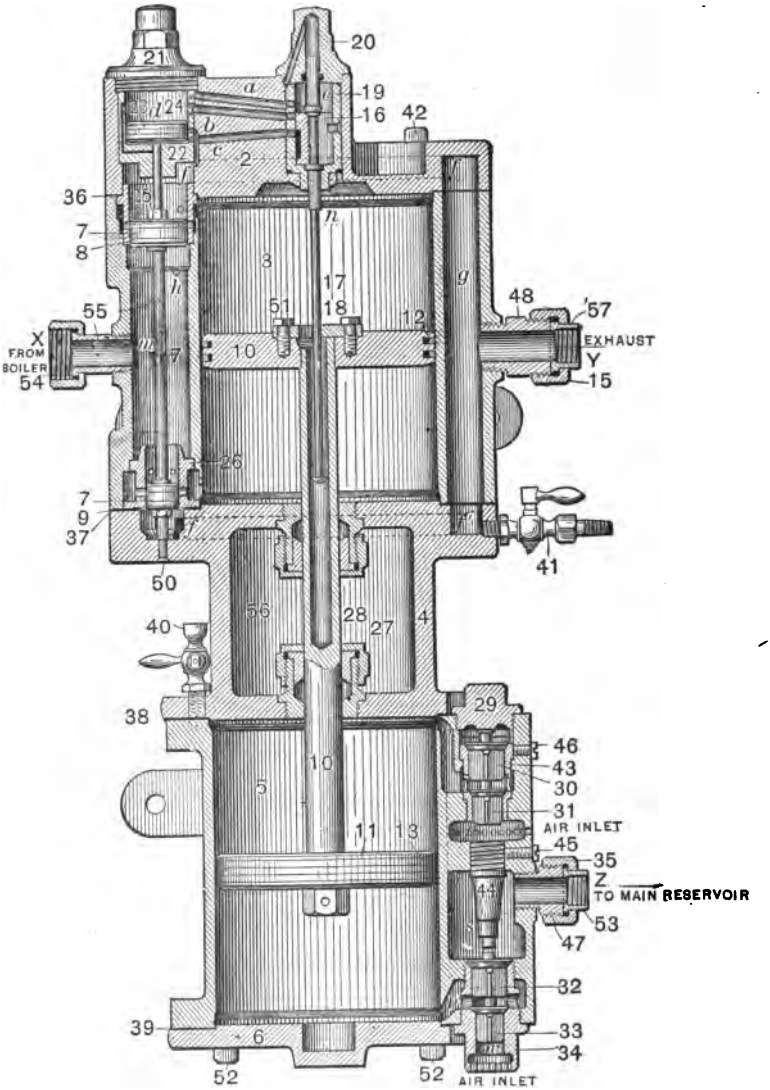

FIG. 38.—8-INCH PUMP.
Piston 23 (Fig. 38), called the reversing piston, is not found in the 9½-inch pump (Plate VII).
*Q. As the steam enters the pump at X (Fig. 38), where is it free to pass?*
*Q. The pistons 7 (Fig. 38) are of unequal size, and the upper piston 7 and piston 23 are the same size. What happens when steam enters chambers m and e with the reversing slide valve in its present position?*
A. Steam passes through small ports in bushing 26 (Fig. 38), just above the small piston 7, underneath piston 10, forcing it up. At the same time the top end of the steam cylinder is connected with the atmosphere through the upper ports of bushing 25, the port *f*, as shown by the dotted lines, down through *g* and out at *Y*.
*Q. With no pressure acting down on piston 23 (Fig. 38), what happens?*
A. Loose packing rings in the main steam piston 10, piston 23, or pistons 7, a bad seat on the reversing slide valve, or the top of stem 17 being a loose fit in the cap nut 20 (Fig. 38).